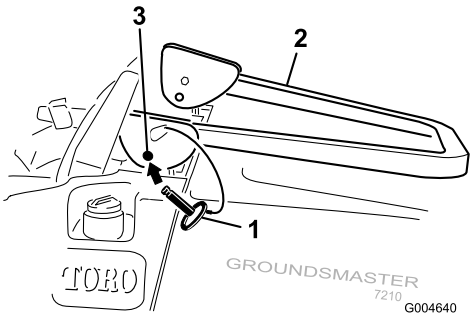

Figuur 12
2. Klap de rolbeugel omlaag (Figuur 12).